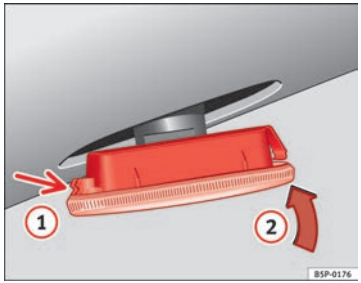

Fig. 194 Side turn signal
– First place the turn signal in the opening in the bodywork, fixing the tabs ⇒ Fig. 194, arrow (1).
– Insert the bulb as shown by the arrow (2) ⇒ Fig. 194. ■